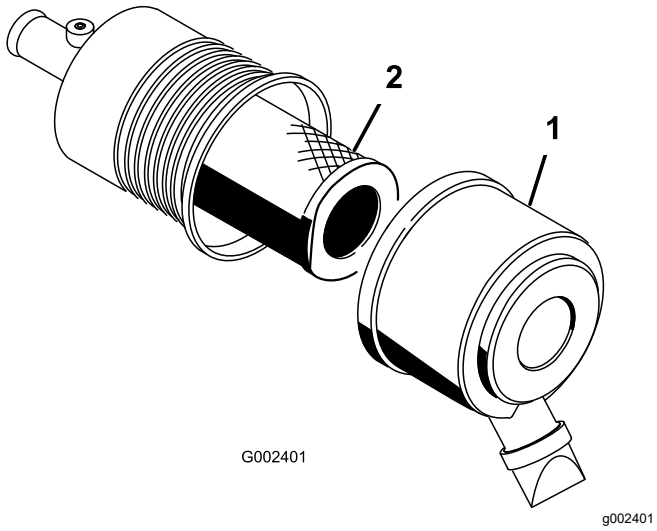

Figur 33
1. Lossa spärrhakarna på luftrenaren och dra av luftrenarkåpan från luftrenarhuset (Figur 33).
3. Dra försiktigt ut filtret ur luftrenarhuset (Figur 33).
5. Skjut försiktigt på filtret över röret (Figur 33).
6. Sätt tillbaka luftrenarkåpan med sidan uppåt och fäst spärrhakarna (Figur 33).